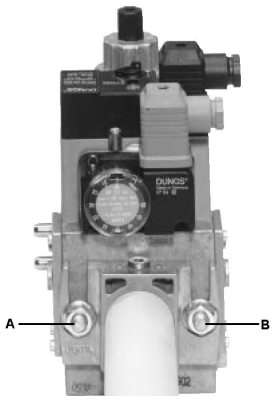
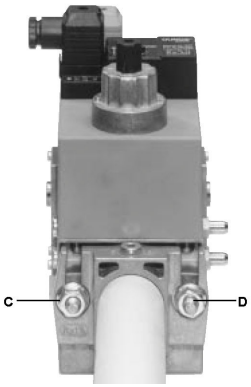
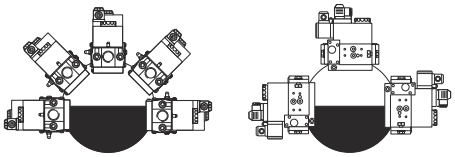

Fig. 5
Fig. 6
Fig. 8
3. tighten screws A, B, C and D (Fig. 5 - Fig. 6), accordind to the mounting positions (Fig. 8);
1. Loosen screws A and B **do not** unscrew (Fig. 5 - Fig. 6).
2. unscrew screws C and D (Fig. 5 - Fig. 6).
3. Remove MultiBloc between the threaded flanges (Fig. 6).